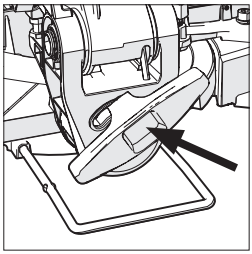

Fig. 22
- Slăbiți șurubul de blocare a înclinării **(Fig. 22)**.